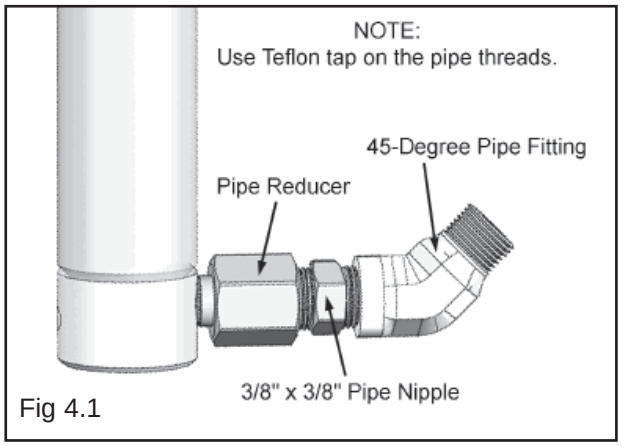

Fig 4.1
1. Install the Cylinder Fittings as shown using Teflon tap on the pipe threads. (See Fig. 4.1)